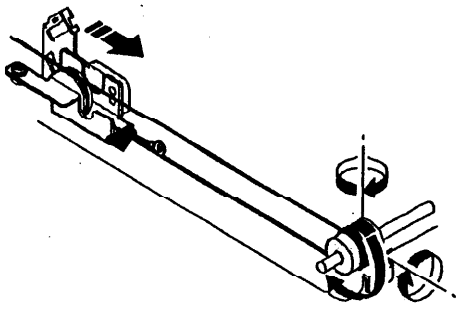

Рис. 5. Вращение шкива привода
6. (Рис. 5): Поверните шкив привода, не вращая при этом вал привода, так, чтобы блок зеркала № 2/3 коснулся пластины позиционирования. Затяните регулировочный винт.